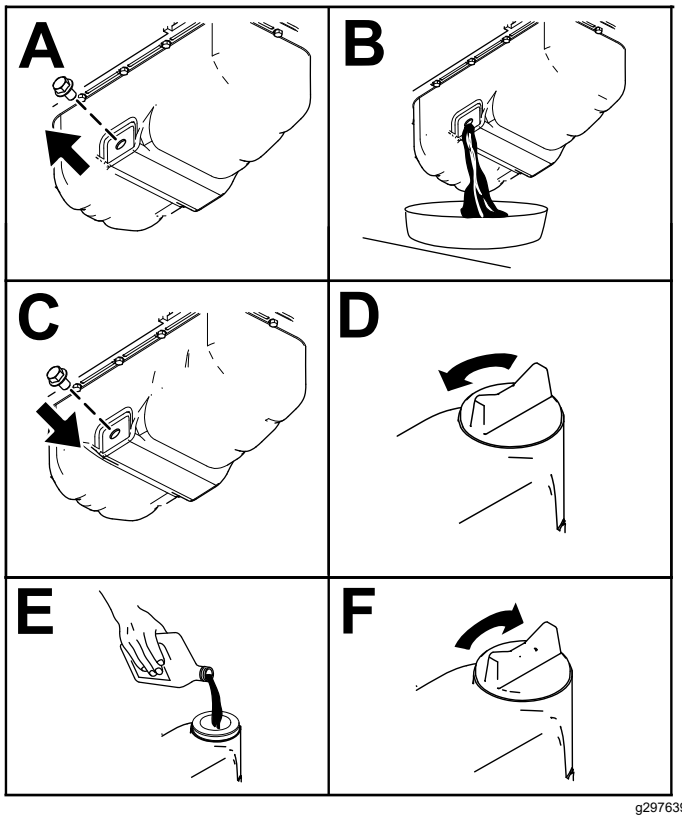

Bild 50
3. Wechseln Sie das Motoröl wie in Bild 50 gezeigt.